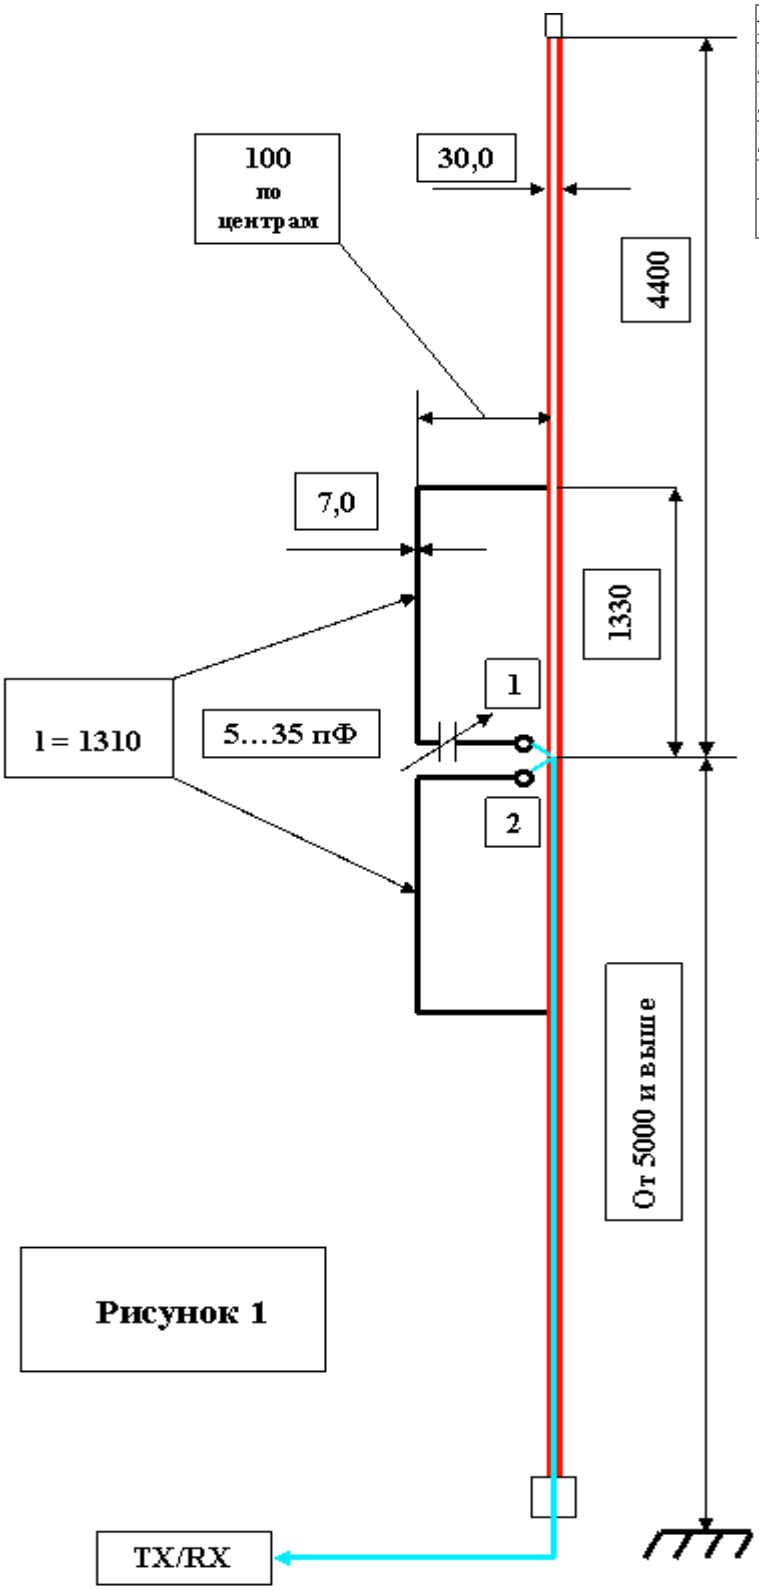

Рисунок 1
- Антенна смоделирована в развитие **«Заземлённого GP 14-28 MHz» DL2KQ** – земли у меня нет и уж очень не хотелось связываться с кучей противовесов на крыше девятиэтажки. В приведённой на **Рис.1** конструкции противовесы не нужны по понятной причине.